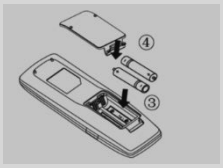

Fig. 2
3. Inserire due batterie tipo (AAA 1,5 V), verificando che la posizione dei poli "+" e "-" sia corretta (come illustrato in Fig. 2 ③).
4. Reinserire il coperchio (come illustrato in Fig. 2 ④).